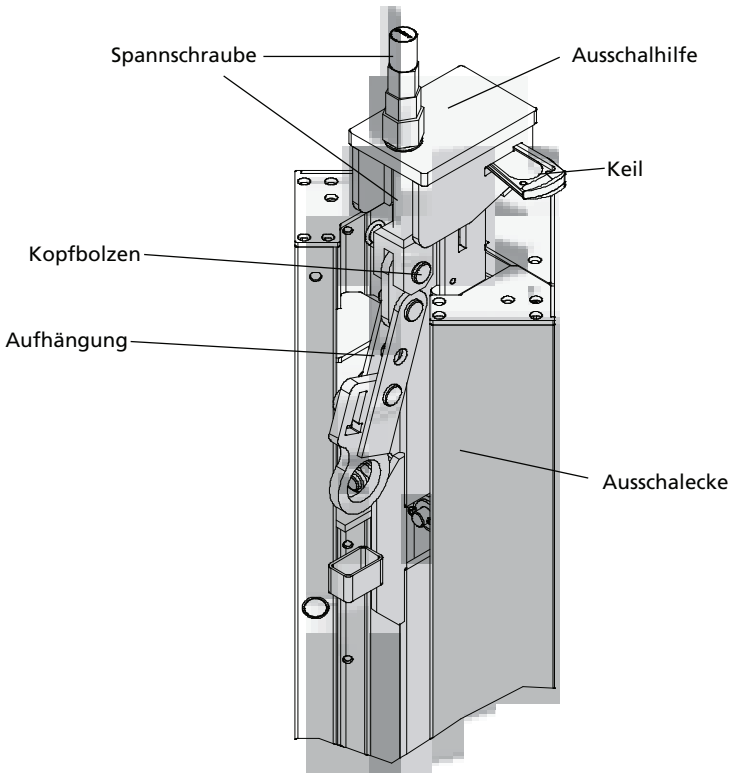

Abb. 33.2
1. Die Ausschalhilfe wird auf das Kopplungsstück an der Oberseite der Ausschalecke aufgesetzt. Die Aufhängung der Ausschalecke muss hierbei nach unten geneigt sein (Abb. 33.2).
2. Die Befestigung an der Ausschalecke erfolgt mit dem an der Spannschraube der Ausschalhilfe integrierten Kopfbolzen 16/40 und Federstecker 4 (Abb. 33.2).
3. Zur Fixierung der Ausschalhilfe wird der an der Ausschalecke befestigte Keil in die Öffnung im Seitenteil der Ausschalhilfe geschlagen (Abb. 33.2).